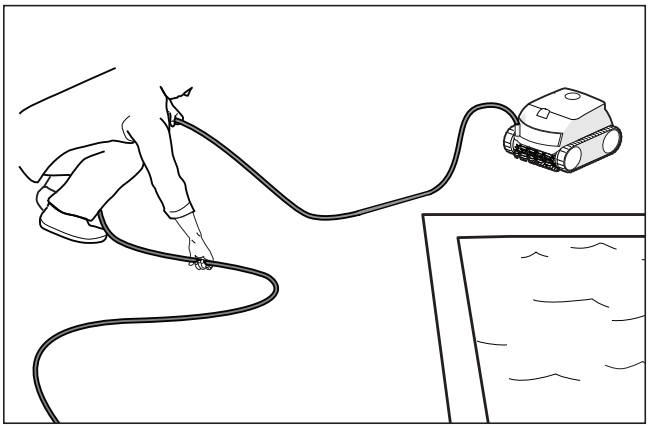

Figure 10. Démêler le câble d'alimentation
4. Retirez le robot de la piscine et démêlez tous les plis du câble d'alimentation. Commencez par la tête du nettoyeur. Posez le câble au soleil pour libérer toute mémoire enchevêtrée (Figure 10).